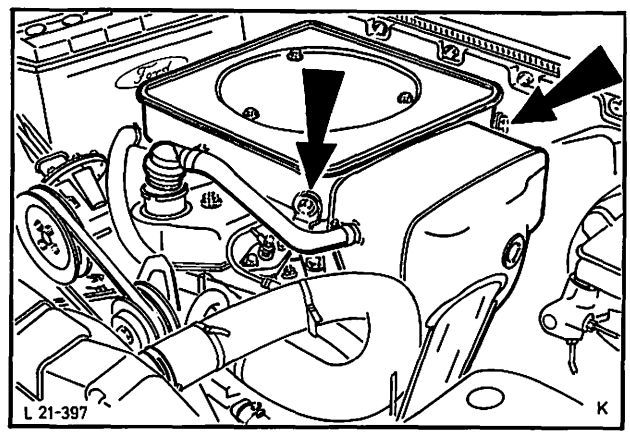

Abb. 103 Ansauggeräuschdämpfer
11. Ansauggeräuschdämpfer anbauen, Abb. 103, und Massekabel – Batterie anschließen.